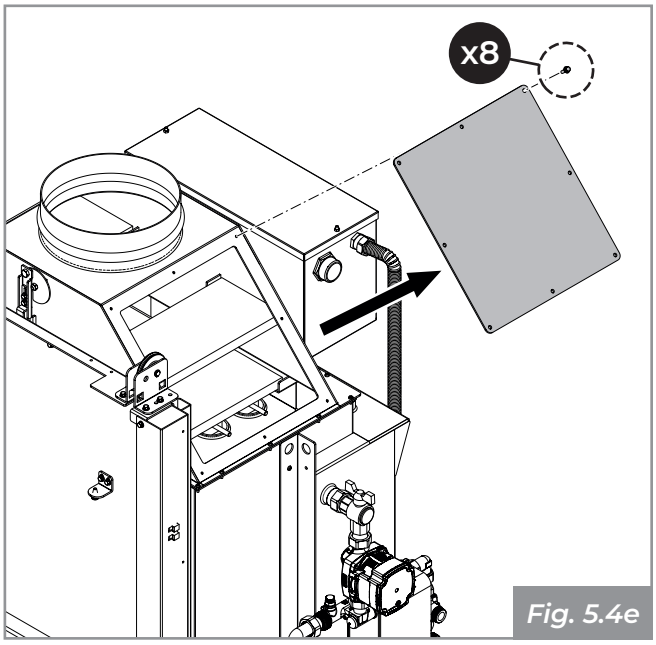

Fig. 5.4e
- Accéder au compartiment d'inspection du circuit des fumées en dévissant les vis du couvercle d'inspection de la hotte, situé sur le côté du circuit hydraulique **(Fig. 5.4e)** ;